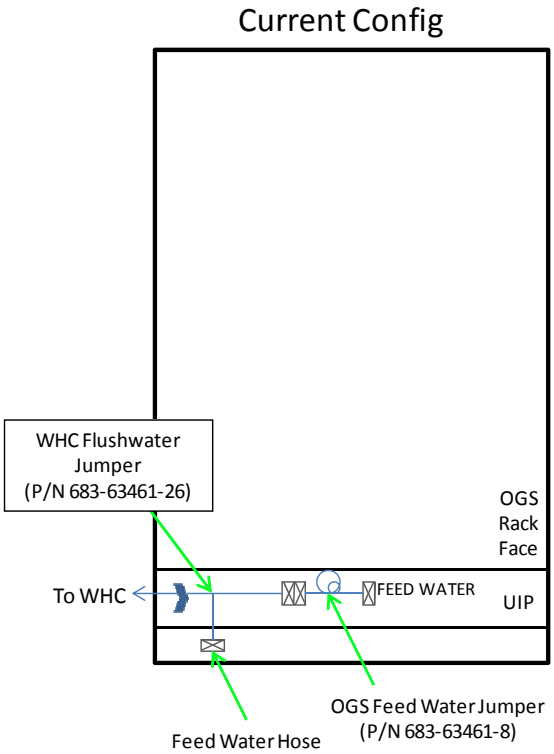

Figure 4.- OGS Water System Connections.
3.5 Demating WHC Flush Water Jumper (Figure 4)